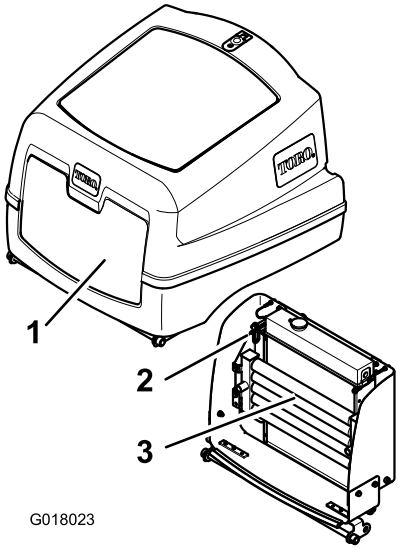

Rysunek 57
4. Zwolnij zatrzask i otwórz pokrywę silnika (Rysunek 57).